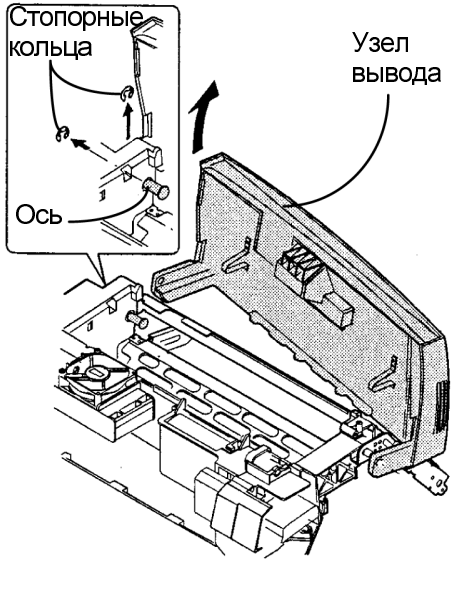

Рисунок 6. Снятие левых стопорных колец
8. (Рисунок 6): Снимите внутреннее и внешнее стопорные кольца с левой стороны левой оси барабана переноса.